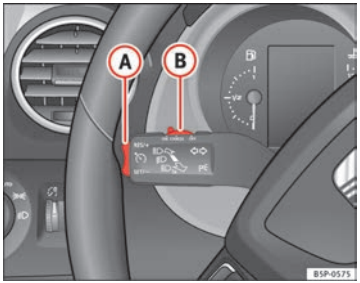

Fig. 150 Turn signal and main beam headlight lever: switch and rocker switch for the cruise control
– Press the upper part **RES/+** of the rocker switch ⇒ Fig. 150 (A) to increase the speed. The vehicle will continue to accelerate as long as you keep the rocker switch pressed. When you release the switch, the new speed is stored. ▶
Cruise control is switched off if you reduce speed by depressing the brake pedal. You can reactivate the control by pressing once on the upper part of the rocker switch **RES/+** ⇒ Fig. 150 (A).